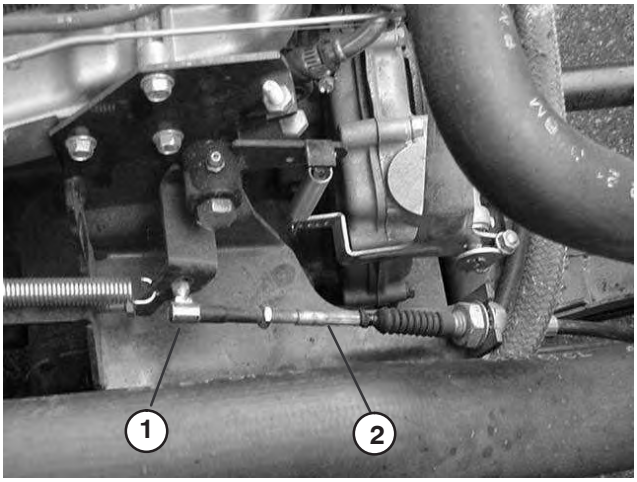

Figure 53
2. Réglez la rotule sur le câble d'accélérateur (Fig. 53) pour obtenir une garde de 5 à 9 mm entre la pédale d'accélérateur et le haut du plancher quadrillé lorsqu'une force de 89 N est appliquée au centre de la pédale. Serrez le contre-écrou.